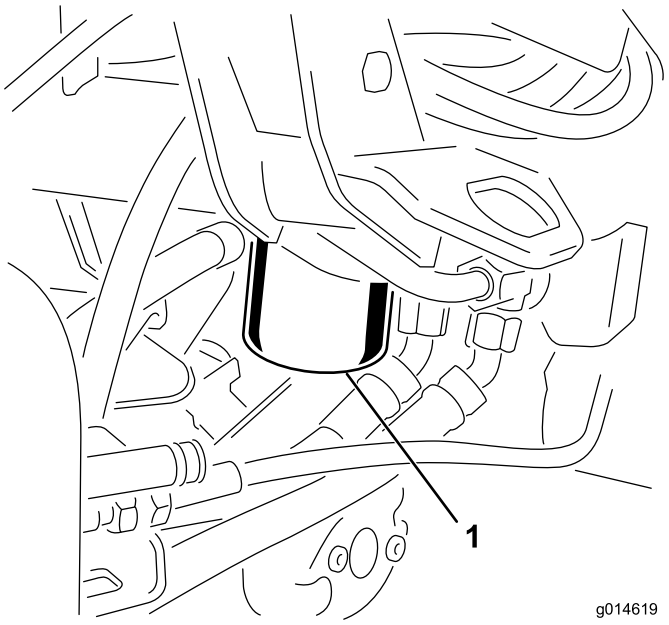

**Figur 49**
1. Rengjør området rundt der filteret skal festes (Figur 49). Plasser et tappefat under filteret, og ta ut filteret.